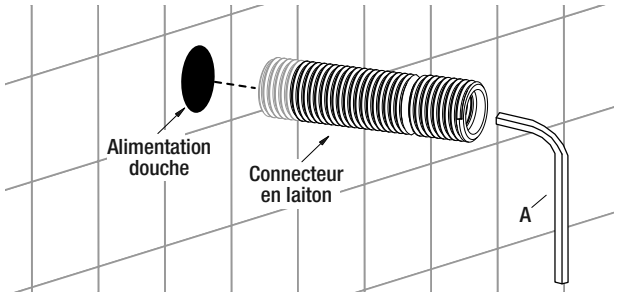

Fig.11
- À l'aide de la clé hexagonale fournie (A), installez le connecteur en laiton nouvellement assemblé, voir fig. 11, en vous assurant que l'extrémité à laquelle vous avez appliqué le ruban d'étanchéité (là où se situe le clapet de non-retour) est dirigée vers le mur où se trouvait l'ancien bras de douche.